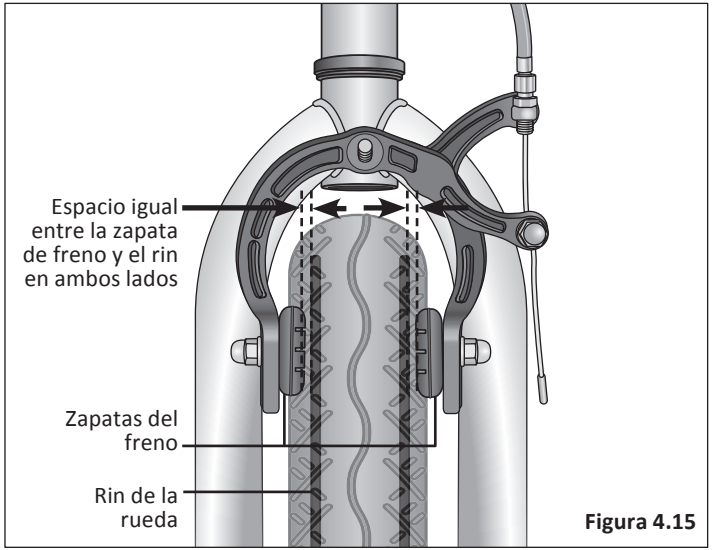

Figura 4.15
- Las zapatas del freno no arrastran sobre el rin cuando el freno está abierto. **Figura 4.15**